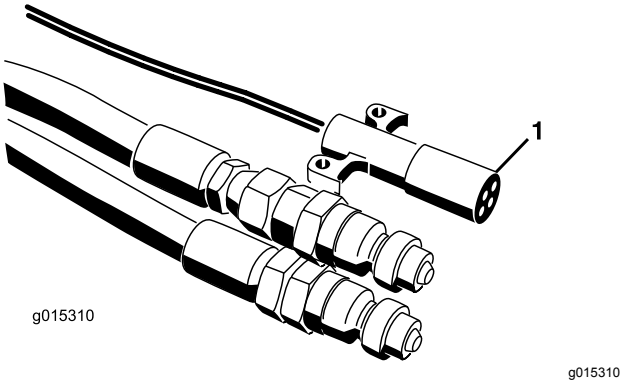
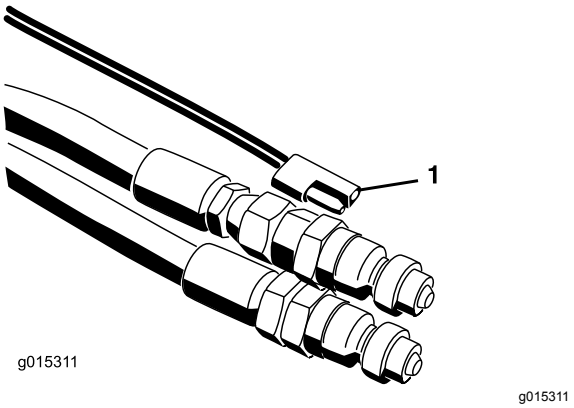

Figur 21
Figur 22
7. Kobl det elektriske ledningsnet til bugseringskøretøjet (Figur 21 og Figur 22). På SH-modeller skal tænd-/slukanordningen placeres inden for rækkevidde af førerens sæde. Sørg for, at kontakten er slået fra.